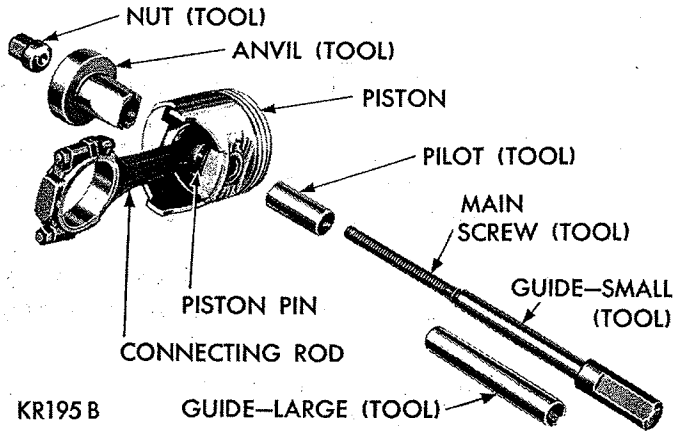
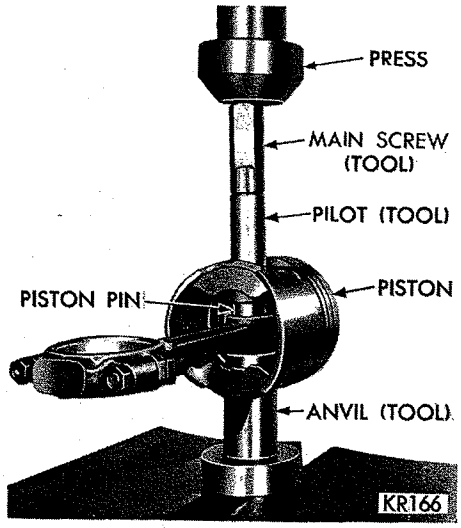
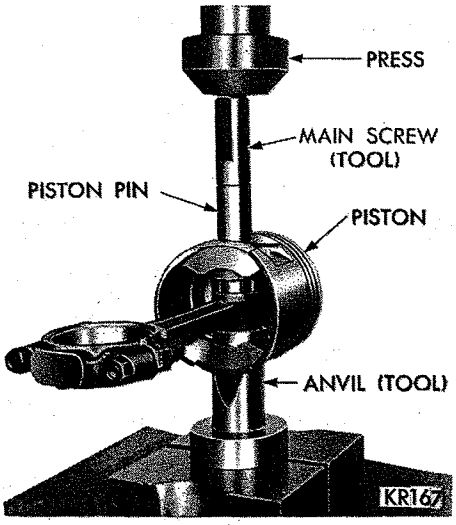

***Fig. 35—Tool Arrangement for Removing Piston Pin (Tool C-3724)***
***Fig. 36—Removing Piston Pin (Tool C-3724)***
*Fig. 39—Installing Piston Pin (Tool C-3724)*
(1) Arrange Tool C-3724 parts for removal of piston pin (Fig. 35).
(2) Install pilot on main screw.
(3) Install screw through piston pin.
(4) Install anvil over threaded end of main screw with small end of anvil against piston boss. **Be sure spring is removed from anvil.**
(5) Install nut loosely on main screw and place assembly on the press (Fig. 36). Press piston pin out of connecting rod.
(6) Remove tool from piston.
(8) Install main screw and piston pin in piston (Fig. 39).
(9) Install nut on main screw to hold assembly together. Place assembly on a press (Fig. 39).
(10) Press piston pin in the piston until pin bottoms on pilot, properly positioning pin in connecting rod.
(11) Remove tool and arrange tool parts and piston assembly in the same manner, as shown in Figure 35 for measuring pin fit.